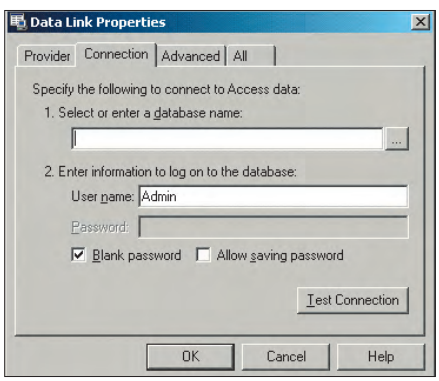
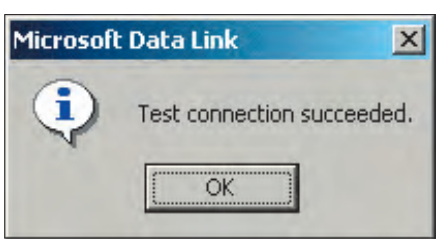

Рис. 14. Выбор базы данных
Рис. 15. Успешное установление соединения с базой данных
3. Будет открыто окно, показанное на рис. 14, позволяющее указать требуемую базу данных. Нажмите кнопку ... для указания пути и имени файла базы данных. В качестве примера выберите файл **C:\Program Files\ICONICS\ReportWorX.NET\Sample Databases\AWXLog32.mdb** и нажмите кнопку **Open**.
4. Нажмите кнопку **Test Connection** (Проверка соединения). При успешном соединении на экран будет выведено сообщение, показанное на рис. 15. Нажмите кнопку **OK** в окне сообщения, затем в окне **Выбора базы данных** (рис. 14).